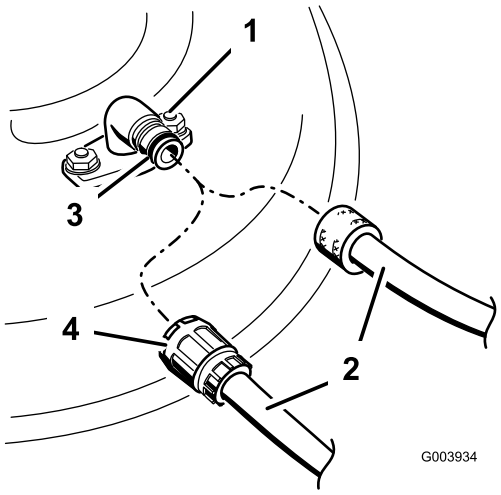

**Figur 72**
3. Fest slangekuplingen til enden av klippeenhetens vanninntaksnippel, og skru på vannet (Figur 72).